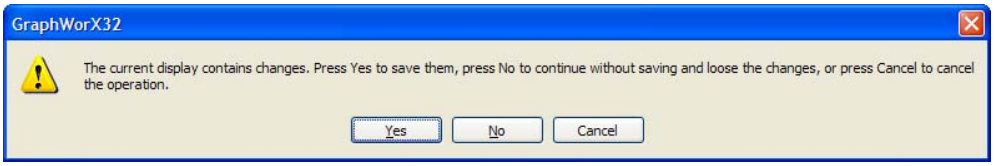

Figure L8.31: Confirming Each Replacement
18. Click **Apply** to begin replacing the information. You will be prompted with the dialog shown in **Figure L8.31** for each item it searches for information to replace.